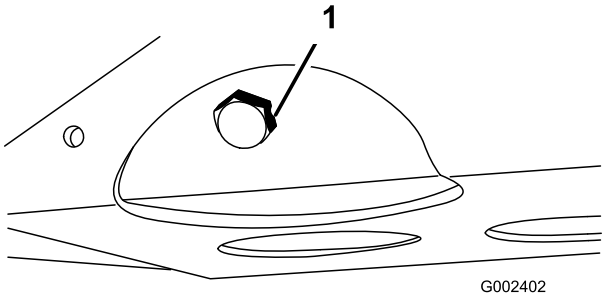

**Figur 43**
2. Fjern aftapningsproppen, og lad olien løbe ned i en bakke (Figur 43). Monter aftapningsproppen igen, når olien holder op med at løbe.